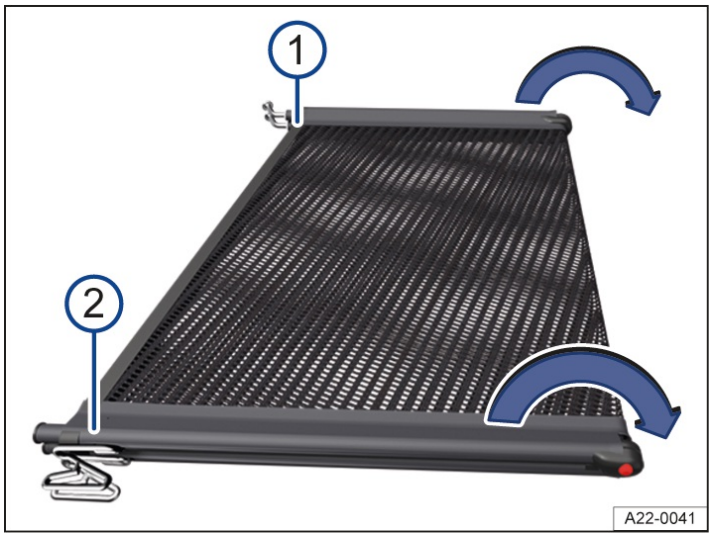

Fig. 1 Folding out the screen separator.
2. Fold out the screen separator crossbars → *fig. 1* (1) and (2) in the direction of the arrows until you hear a click.